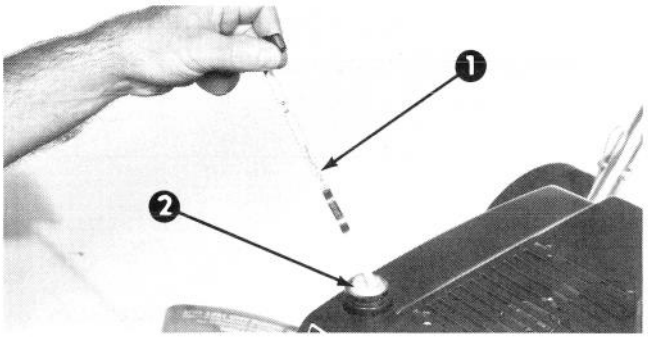

Afbeelding 4
3. Vul met ongeveer 0.59 l. olie (Afb. 4).